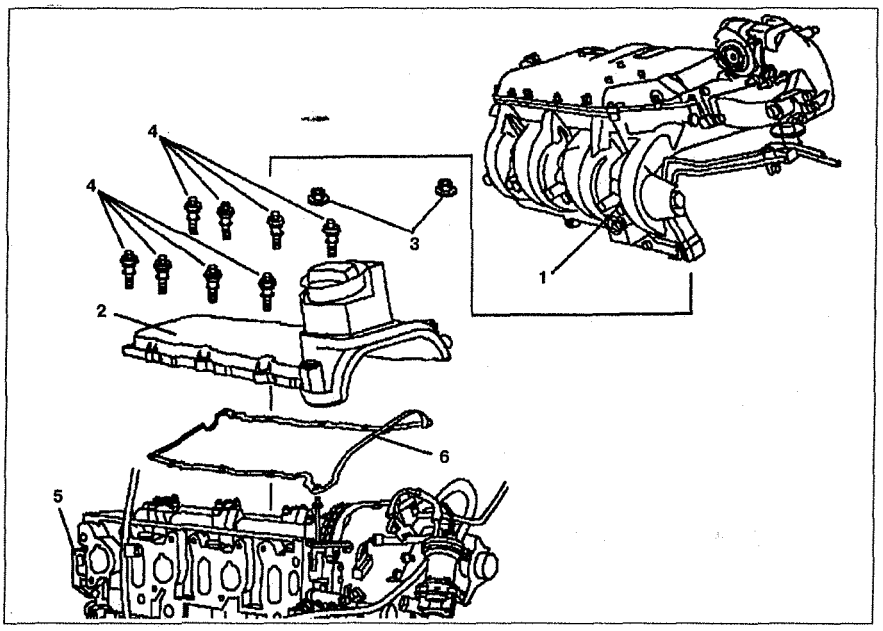

Рис. 3.8. Крышка головки блока цилиндров:
1. Снимите впускной коллектор **1** (см.рис.3.8).